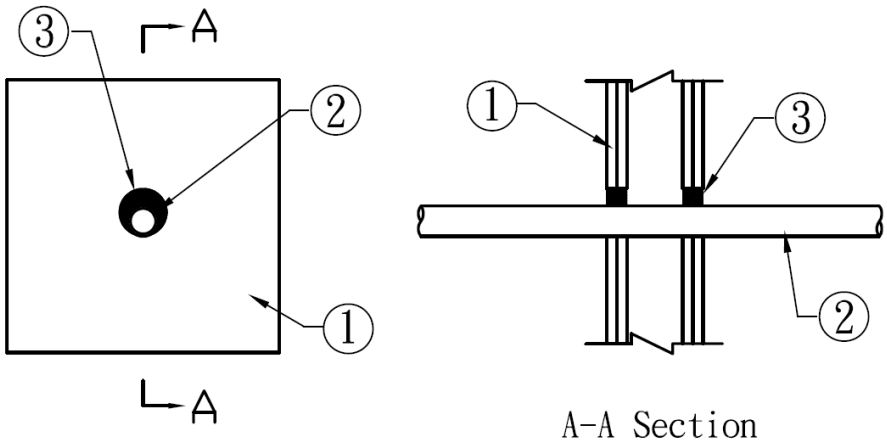

Figure 1. Through Penetration Firestop System
1. **SUPPORTING CONSTRUCTION:** Refer to Figure 1. Opening size shall be 1-1/8 in. larger than the OD of the penetrating pipe. Create a round through-opening in a symmetrical, Code-conforming, 2 hour fire-rated wall assembly consisting of the min. construction features of one of the following options: